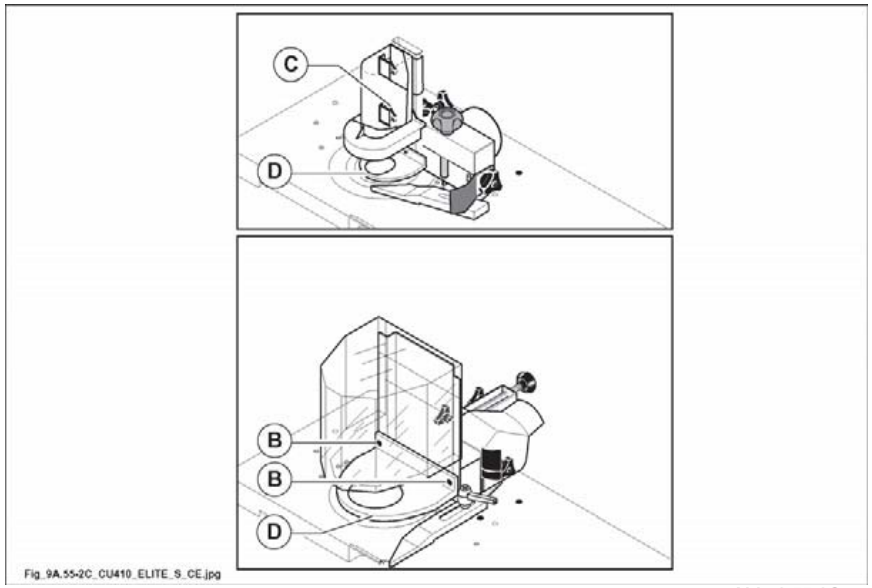

Abb. 9.55-2C
- ballengriff (C Abb. 9.55-2C) oder Schrauben (B Abb. 9.55-2C) lockern und Lünetten (D Abb. 9.55-2C) auf die gewünschte Höhe einstellen;